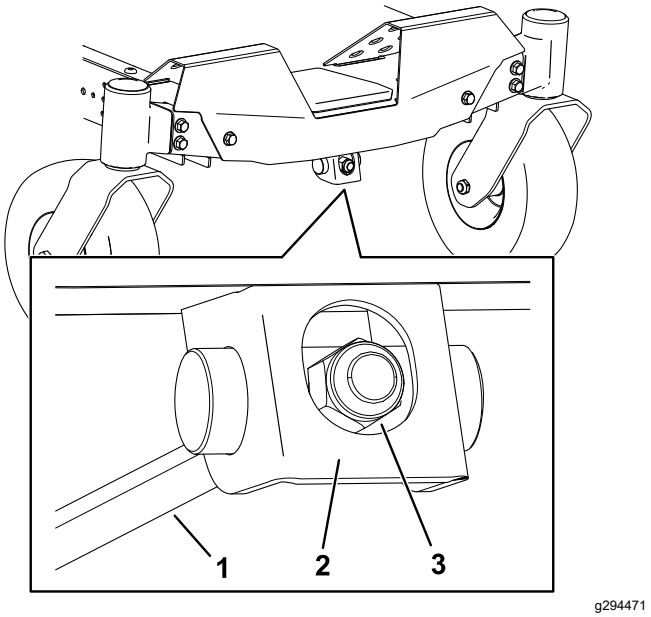

Figura 75
1. Rode a porca de ajuste na frente do cortador (Figura 75).